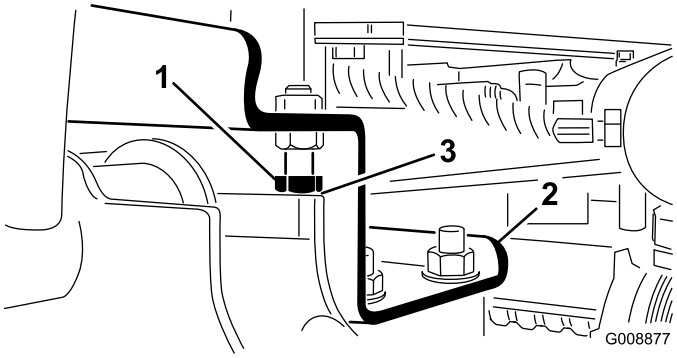

Figur 26
A. Trekk stoppboltene tilbake, og juster sylinderen for å oppnå klaringen (Figur 26).
2. Kontroller at klaringen mellom hver løftearm og stoppbolt er 0,13 til 1,02 mm (Figur 26).